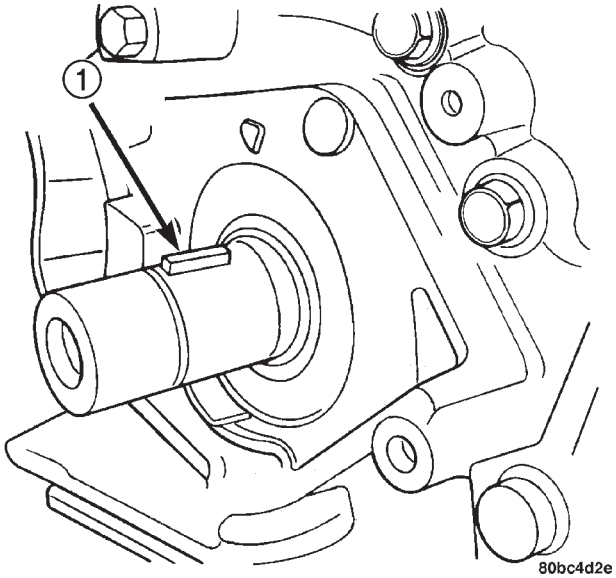

Abb. 85 Kurbelwellenfeder
(5) Feder des Kurbelwellenrads an der Kurbelwelle abbauen (Abb. 85).
(2) Feder des Kurbelwellenrads einbauen (Abb. 85).